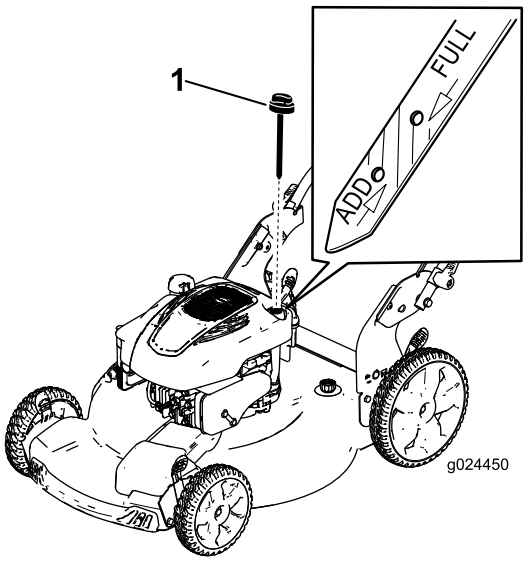

Figur 6
2. Lossa oljestickan genom att vrida locket motsols och dra stickan uppåt (Figur 6).
5. Läs av oljenivån på oljestickan (Figur 6).